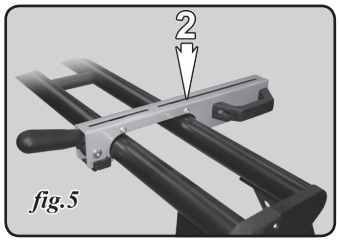

fig.5
2. Appuyer le dos vers le bas (fig.5).